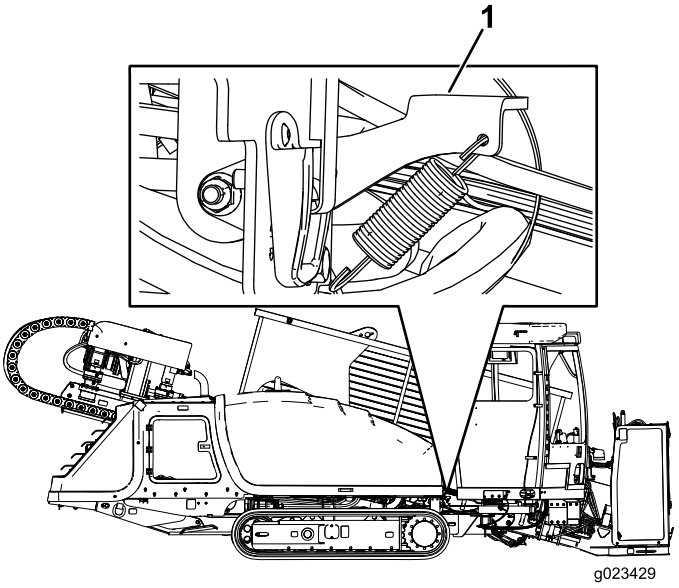
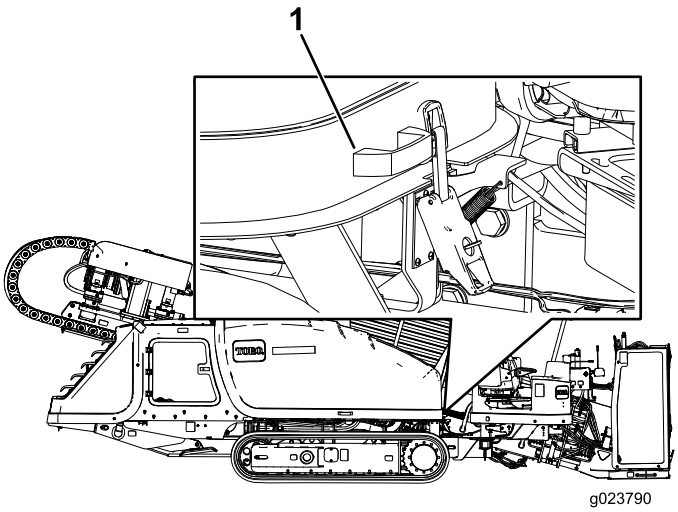

Figure 99
Figure 100
3. Relevez le verrou du capot, comme montré à la Figure 99.
4. Laissez le verrou du capot relevé (Figure 99) et tirez sur la poignée, comme montré à la Figure 100.